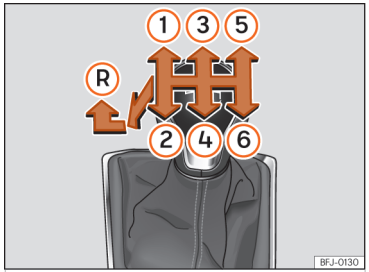

Abb. 123 Schaltschema eines 6-Gang-Schaltgetriebes.
Auf dem Schalthebel sind die Positionen der einzelnen Fahrgänge dargestellt ››› (Abb. 123).
- Schalthebel in die Neutralstellung bringen und nach unten drücken. Schalthebel ganz nach links und dann nach vorn in die Rückwärtsgangposition schieben ››› (Abb. 123) Ⓡ.